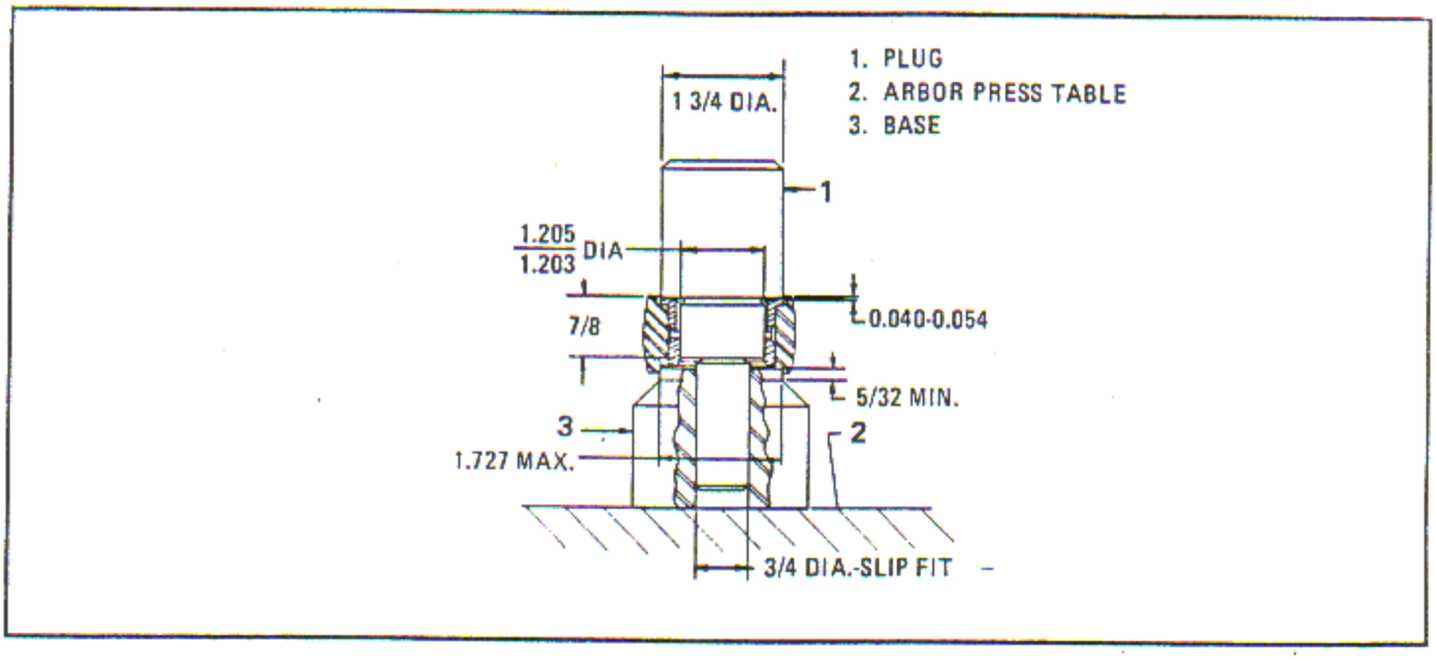

Figure 6-157. Install Bushing In Rocker Arm
c. Place rocker arm, countersunk end of ID up (thrust side), on table of arbor press (2, figure 6-157).
d. Press bushing into rocker arm so that flange is fully seated in counterbore. Use a locally fabricated plug (1). Maintain pressure until bushing is tight in bore.